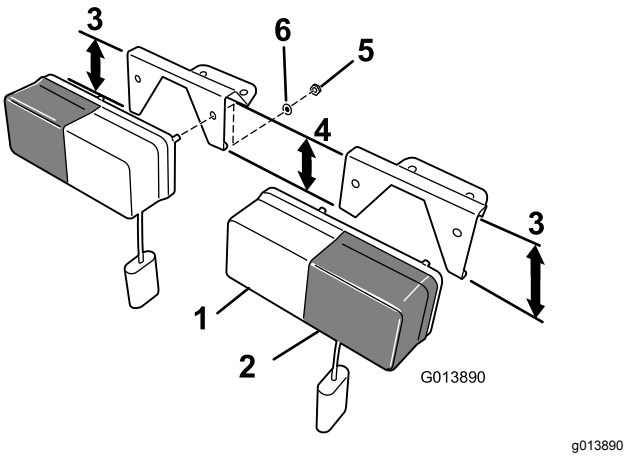

Figur 4
2. Fastgør lygten til beslaget med de tidligere fjernede fastgørelsesanordninger (Figur 4).
Bemærk: Sørg for, at det klare lygteglas (positionslys) placeres på indersiden, og det gule lygteglas (signallys) placeres på ydersiden (Figur 4).
Bemærk: Beslagenes frontplade har en særlig vinkel og et længere ståben, der altid vender udad (Figur 4).